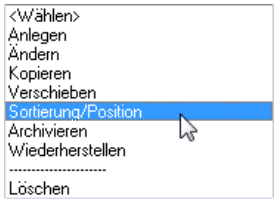

Bild 27.43 – *Gruppe*, Menüpunkt *Sortierung/Position*
- Wählen Sie im Listenmenü der Gruppen *Sortierung/Position* (Abb. 27.43).